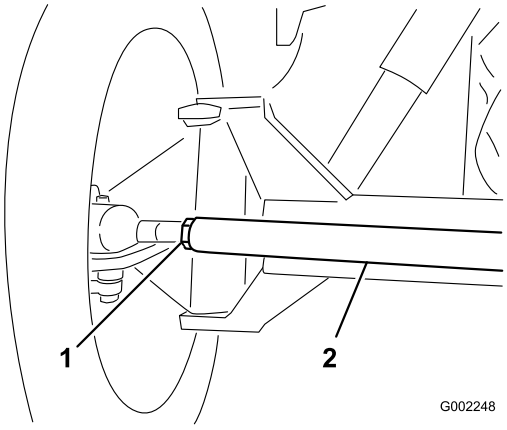

Figure 50
3. If the measurement does not fall within the specified range, loosen the jam nuts at both ends of the tie rod (Figure 50).